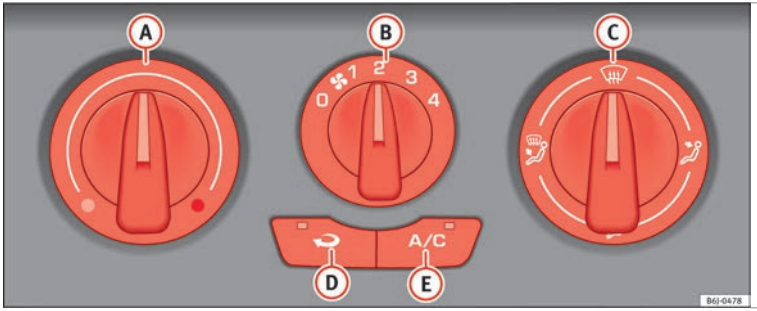

Fig. 129 Air conditioning controls on the dash panel.
– Turn off the cooling system using the ››› **Fig. 129** A/C button (the button light turns off).
– Turn the temperature selector (A) to set the desired temperature inside the vehicle.
– Set the air distribution control (C) to the air flow configuration desired: (towards the windscreen), (towards the chest), (towards the footwell) and (towards the windscreen and footwell areas).
Air recirculation mode on ››› Fig. 129 (a lamp lights up on the button) prevents strong odours or contaminated air from the outside air from entering in the vehicle, for example when passing through a tunnel or in a traffic jam.